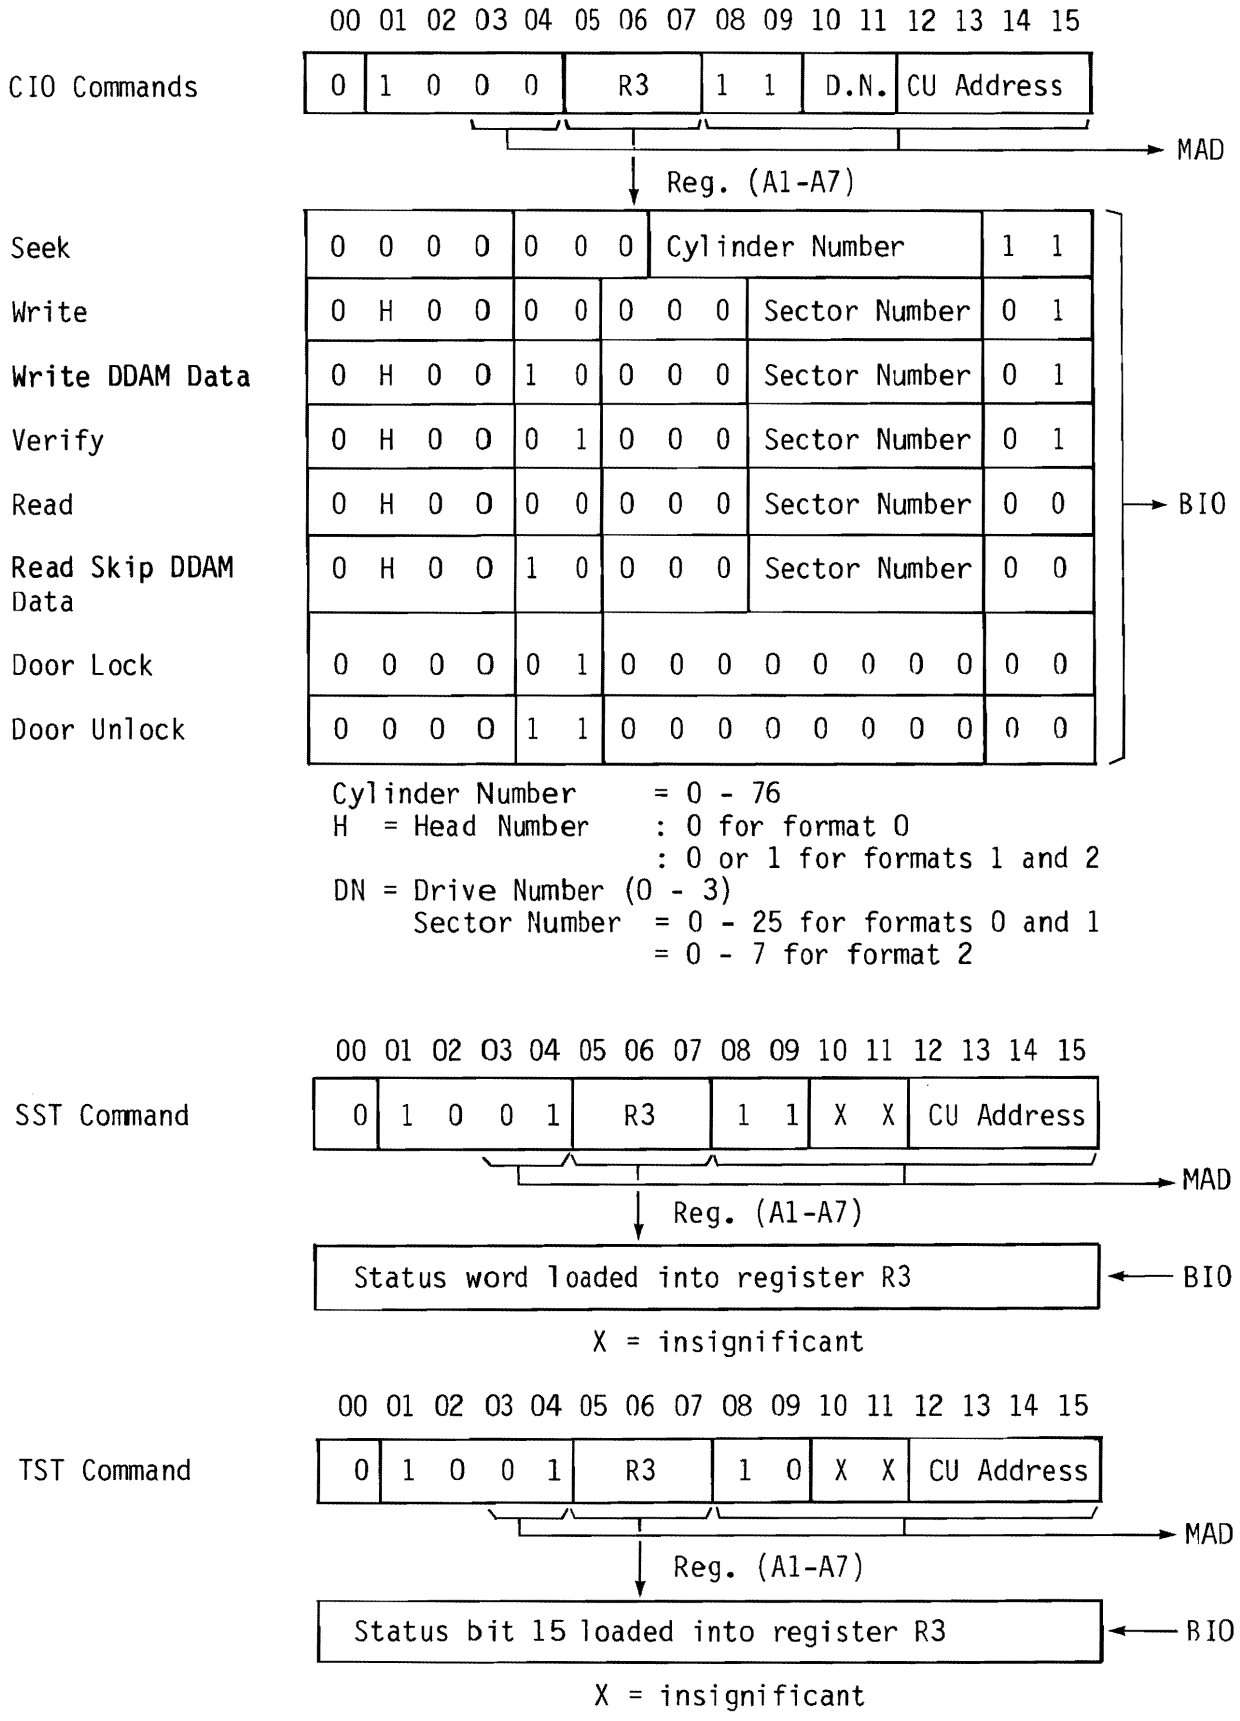

Figure 2.8 COMMAND WORD FORMATS
Parallel data is transferred to and read from the CU via BIOOON-15N. The CU address and commands are sent to the CU on the MAD lines and timing signal TMPN is set low to validate the command. When the CU recognises the address it sets TPMN low. When the command is from the CPU and the CU is in the correct status state to accept the command the CU replies with ACN. Commands accepted by the CU are shown in figure 2.8.
The commands used by the software are shown in figure 2.8. MAD bits 03, 04 and 08-15 are sent directly to the CU and are decoded. MAD bit 03 is used as the end of transfer bit at the end of an IOP data exchange (EOR).
3) The CU checks if the head number and sector number specified in the command are too large for the format, see figure 2.8.